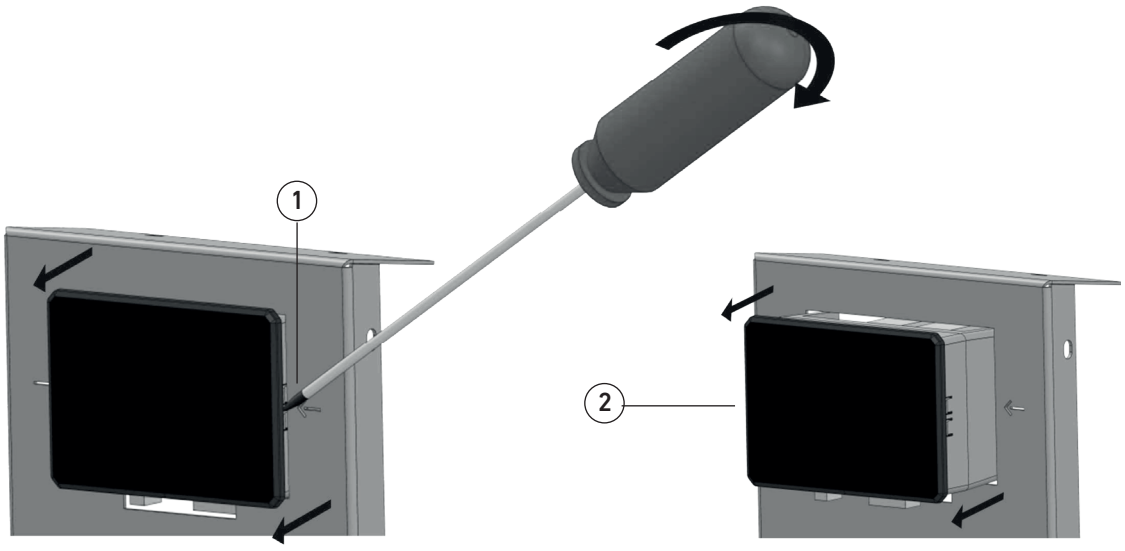

fig. 22
- Turn the screwdriver slightly towards the sheet metal and press gently in the direction of the arrow to release the fixing teeth of the control unit (fig. 22 part. 1) and remove it from its seat (fig. 22 part. 2);
- Remove the control unit and remove the connecting pins (fig. 22 part. 2).